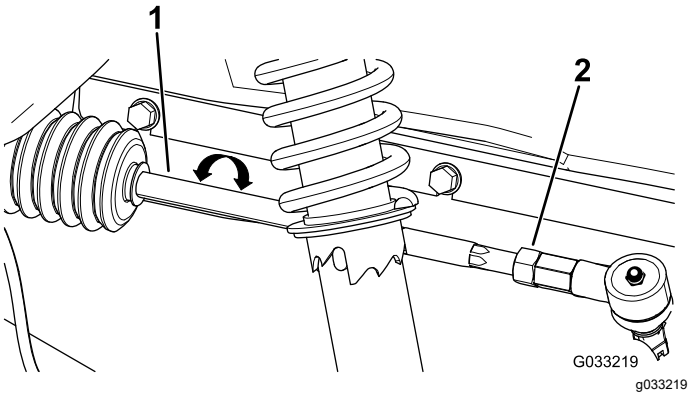

Figur 50
2. Hvis målene ikke faller innenfor 0 til 6 mm, løsne låsemutteren i den ytre enden av parallellstagene (Figur 50).